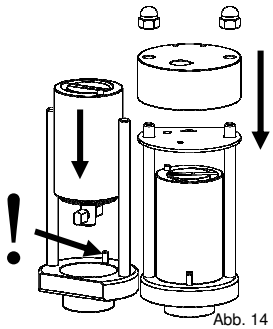

Abb. 14
- Setzen Sie die Pumpe so ein, dass sie auf dem Pumpenflansch aufsitzt. Setzen Sie die Steuerscheibe (Arretierung beachten) und dann den Ventilkopf auf (Abb. 14).